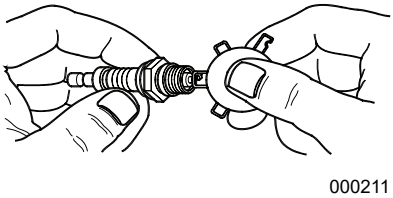

***Figure 4-5. Bougie***
4. À l'aide d'une jauge d'épaisseurs à fil, vérifiez l'écartement des bougies d'allumage, réajustez-le à une valeur de 0,6-0,7 mm (0,024-0,028 po.) Se reporter à la *Figure 4-5*.